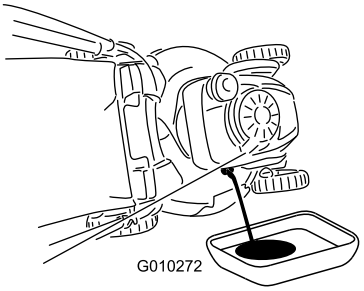

Figur 39
3. Tippa gräsklipparen på sidan (med luftfiltret uppåt) för att tömma ut den använda oljan genom påfyllningsröret (Figur 39).